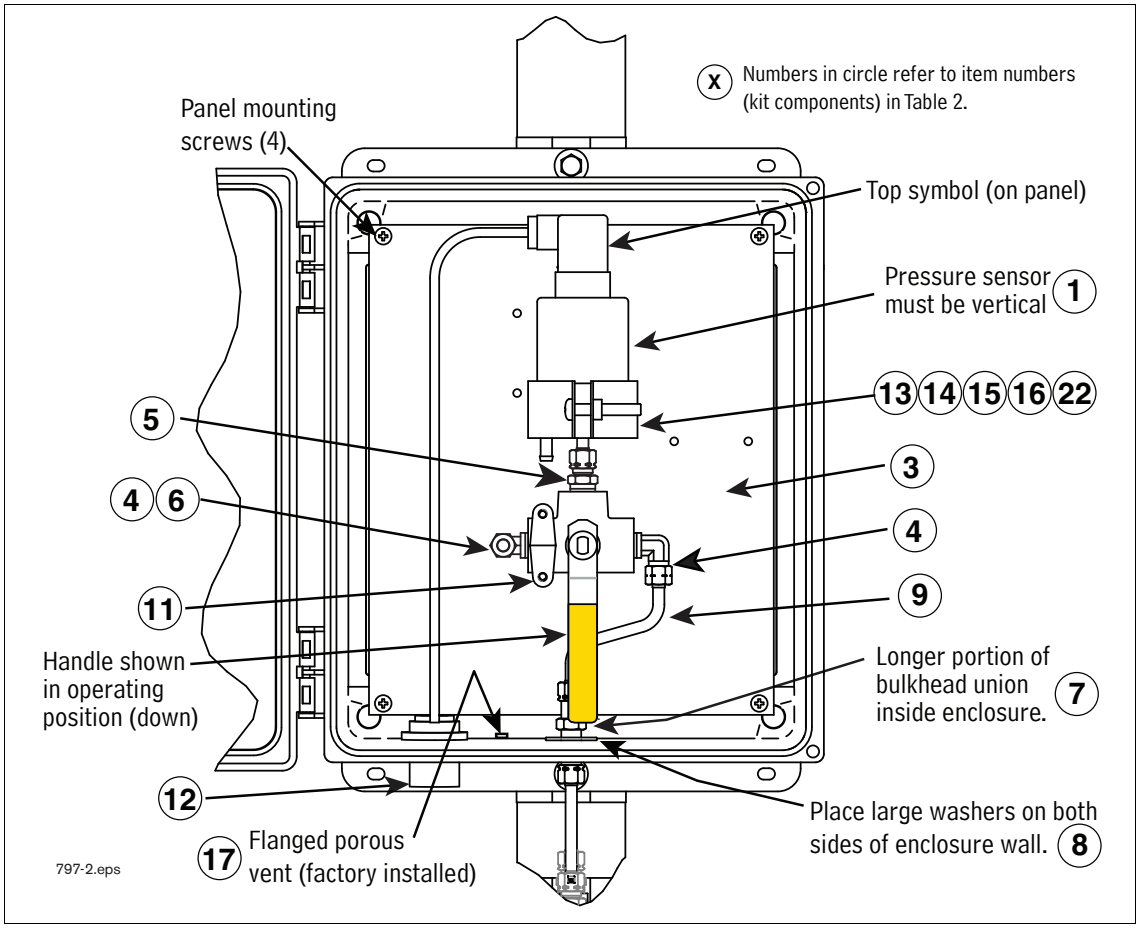

**Figure 11. Mounting Pressure Sensor Assembly onto Composite Panel**
4. Install the pressure sensor (item 1 in Table 2) vertically onto the center of the composite panel (item 3 in Table 2) using a 2-inch conduit clamp, rubber shim, and necessary bolts, nuts, and washers included in the kit. Be sure the top symbol on the panel is facing upwards (see Figure 11). Wrap the rubber shim (item 22 in Table 2) around the sensor before inserting it into the clamp. Also make sure the sensor cable outlet is facing up and the pressure sensing port tube in the base of the sensor is facing down. Locate the pressure sensor in the clamp, but leave the conduit clamp screw somewhat loose for later sensor height adjustment.
5. Install two169CA-4-4 male elbows (item 4 in Table 2) into each end of the 3-way calibration valve (item 11 in Table 2) as shown (see Figure 11).
7. Screw the 59CA-4 plug (item 6 in Table 2) onto the left port's male elbow (see Figure 11).
9. Install the composite panel into the enclosure (item 2 in Table 2) such that the sensor cable outlet is facing up and the pressure sensing port tube in the base of the sensor is facing down. The top symbol on the panel should be facing upward. Use the four short screws included in the enclosure hardware bag.
10. Make sure that the white flanged porous vent (factory installed - item 17 in Table 2) is still securely installed into the hole in the bottom of the enclosure (see Figure 11).
11. Insert the S-bend ¼" OD copper tube (item 9 in Table 2) into the right-side male elbow of the 3-way calibration valve, but do not fully tighten the compression nut (see Figure 11).
12. Locate the 62CABH-4 bulkhead union (item 7 in Table 2) and remove the compression nut and the adjustable nut then place a large washer (item 8 in Table 2) against the fixed, integral body nut. Slide the compression nut that was removed onto the bottom portion of the S-bend tube.
15. Fully tighten the compression nuts to connect the S-bend tube to the union and to the male elbow. Tighten the sensor conduit clamp screw to secure the sensor in its final vertical position (see Figure 11).